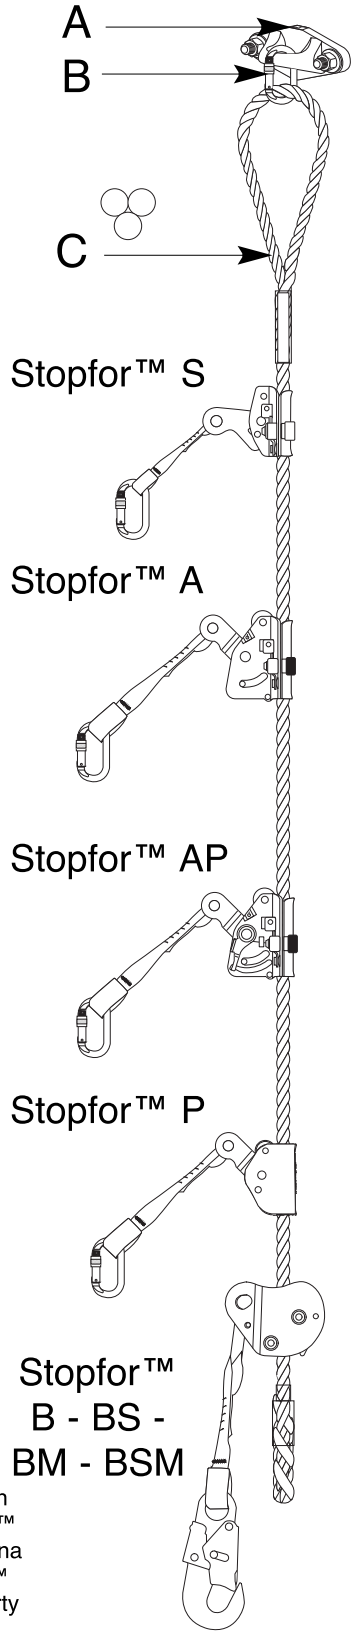

Fig 6
• Le Stopfor™ S (Fig. 6 page 2)
• Le Stopfor™ M (Fig. 6 page 2)